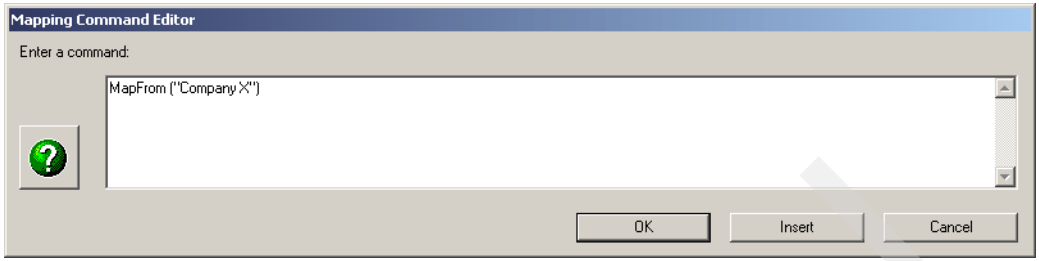

Figure 15-48 MapFrom command
13. Finally, create a **`MapFrom()`** command within the **`ElseIf`** command just created. This MapFrom command should use the string `Company X` as shown in Figure 15-48 on page 508.